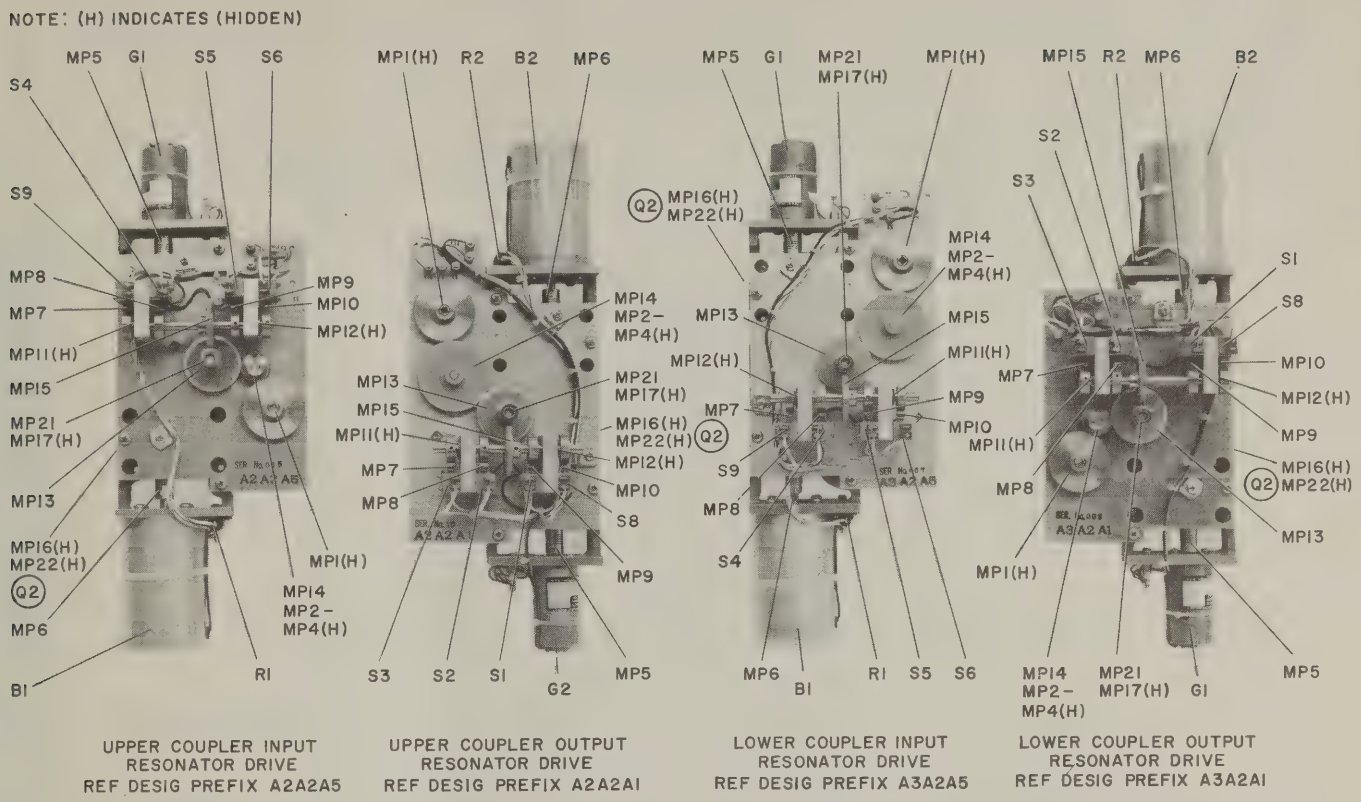

Figure 5-15. Motor Drive Assemblies, Component Locations
b. Locate the limit and safety cams requiring adjustment from figures 5-15,5-16.